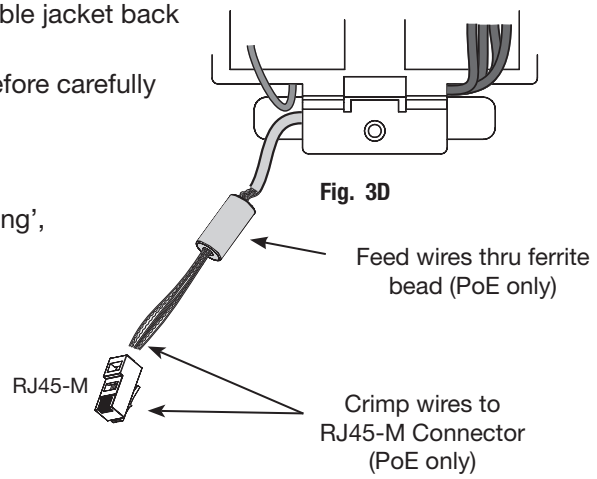

Fig. 3D
F. Separate (untwist) and straighten (8) Ethernet wires before carefully feeding through ferrite bead (Fig. 3D).
*For more detail, refer to section (7) 'Installation Wiring', "A - Frame Harness Installation".